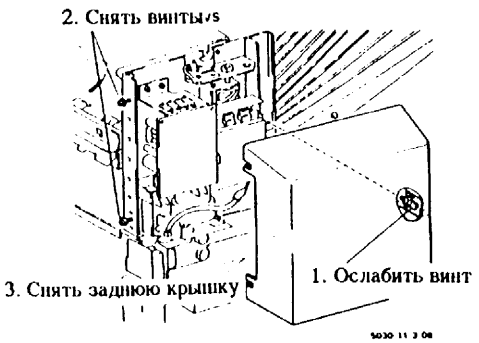

Рис. 1. Снятие задней крышки сортера
3. (Рис. 1): Снять заднюю крышку сортера.